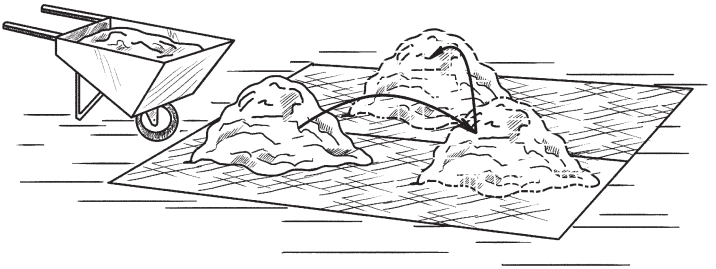

Рис. 19. Приготовление бетона способом гарцевания
1. Способ гарцевания, осуществляемый на 2 металлических листах (рис. 19).